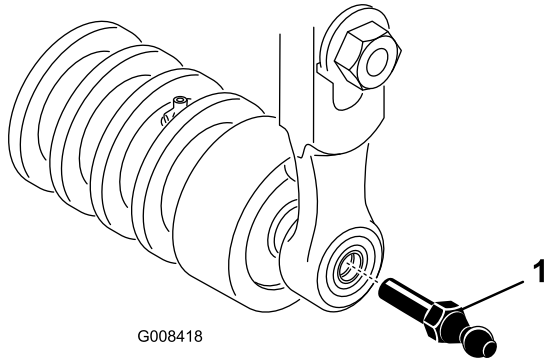

Figur 10
3. Tre en kulebolt inn på hver ende av fremre valse på klippeenheten (Figur 10).